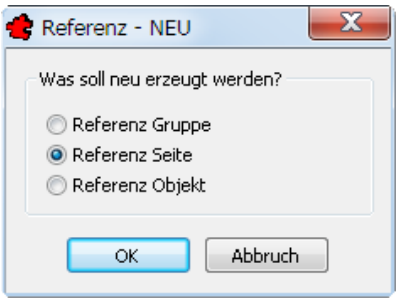

Bild 32.12 – Erstellen einer neuen Referenz-Seite
- In der Dialogbox *Referenz - NEU* wählen Sie *Referenz Seite* und bestätigen dann (Abb. 32.12).